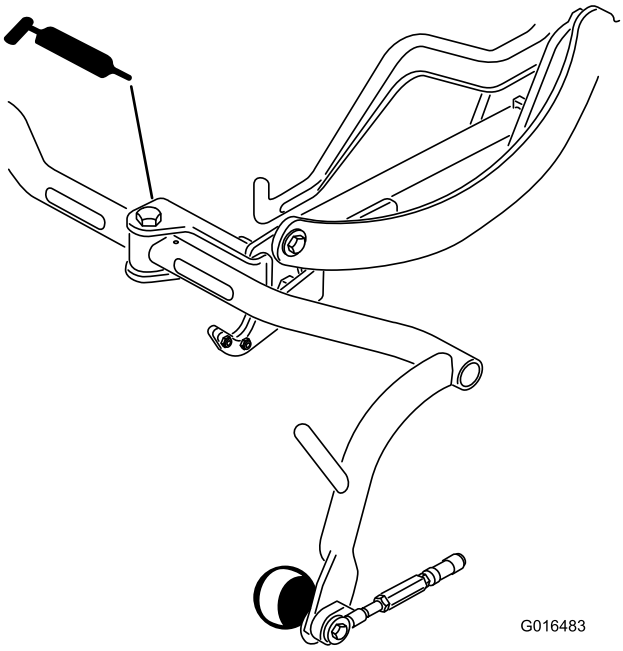

Figuur 36
- Draaipunt draagframe (3) (Figuur 36)